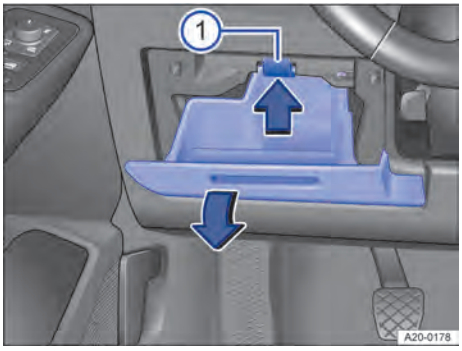

Bilde 181 Sikringsboksdeksel i instrumentpanelet: Venstrestyrt bil, på venstre side av rattet.
1. Åpne oppbevaringsrommet, og tøm det om nødvendig → Bilde 181.
2. Trykk låsetappen opp i pilretningen samtidig som du åpner oppbevaringsrommet ytterligere og tar det ut i pilretningen, slik at sikringsholderen blir tilgjengelig → Bilde 181 ①.